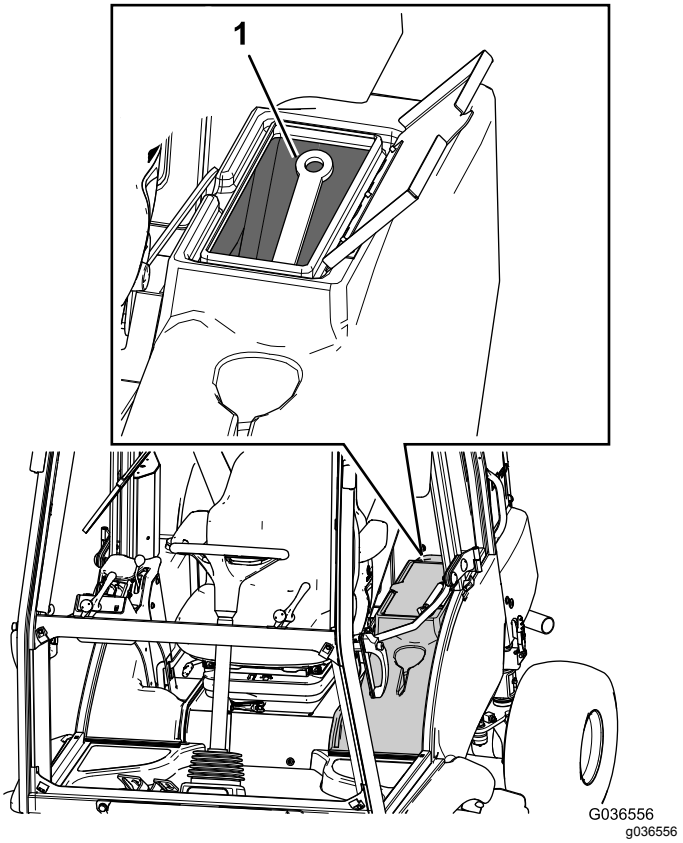

Bild 21
C. Legen Sie die Sicherheitsstützhalterung in die Aufbewahrungsgondel (Bild 21).